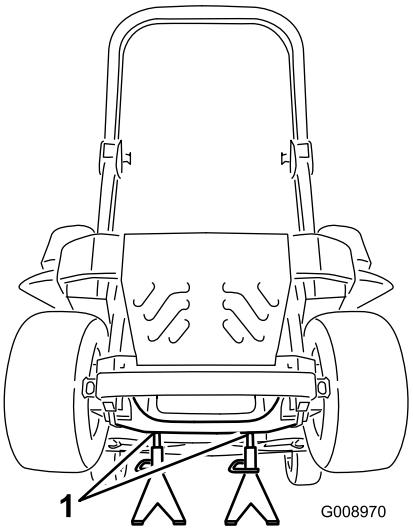

Figura 82
3. Levante la máquina y apóyela sobre soportes fijos (Figura 82).
9. Retire los soportes y baje la máquina (Figura 82).